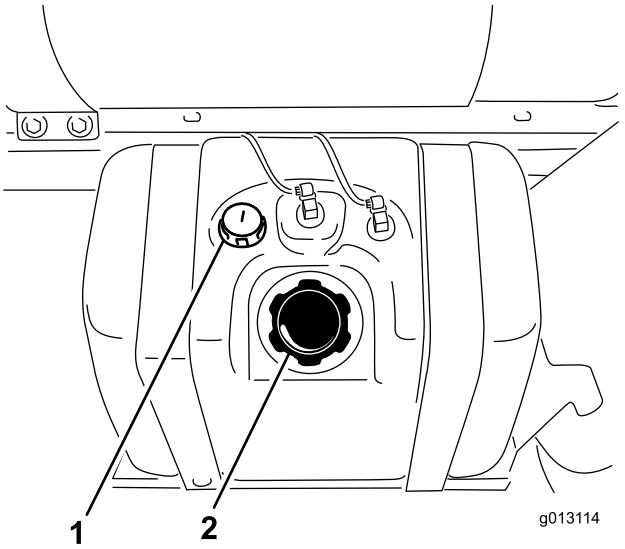

Figur 22
2. Rengør området omkring brændstoftankens dæksel (Figur 22).